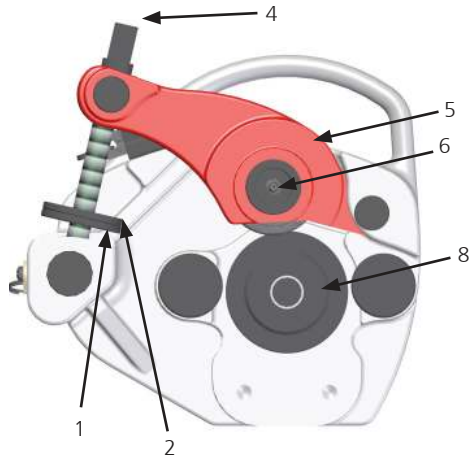

Figure 2
- Sur un établi ou sur le sol, faites tourner le contre-écrou (cf figure 2, n.2) et l'écrou de réglage (cf figure 2, n.1) dans le sens antihoraire.
- Faites tourner la vis de guidage (cf figure 2, n.4) dans le sens antihoraire pour soulever le rouleau supérieur depuis la vis de tour (cf figure 2, n.5).